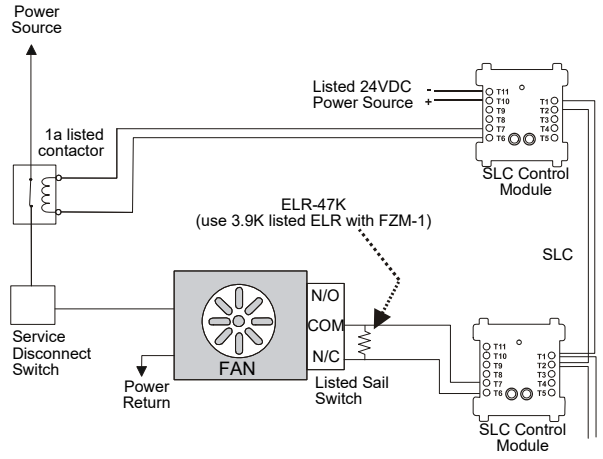
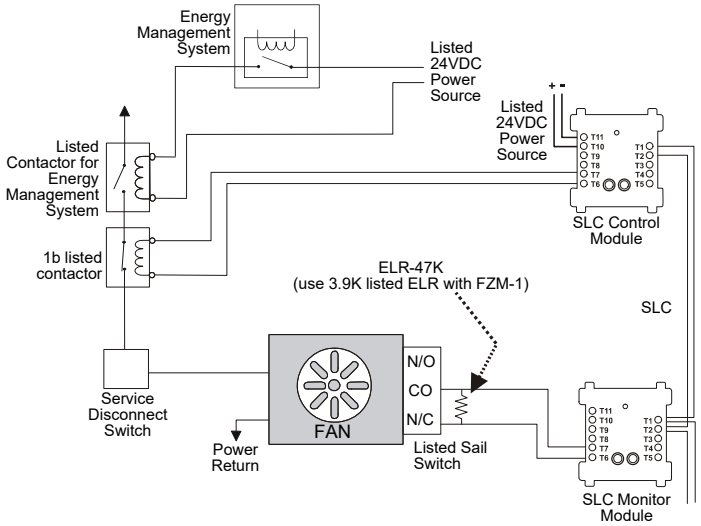

Figure 2 Dedicated Smoke Control System
Figure 3 Non-Dedicated Smoke Control System
– Dedicated/Non-dedicated Smoke Control System Wiring Diagrams: Figures 2 and 3 below show wiring for a dedicated and non-dedicated smoke control system performing the same fan control functions. The system in Figure 3 features an Energy Management System. Refer to the *SCS Series Manual*, document number 15712, for more detailed information on the Smoke Control System.